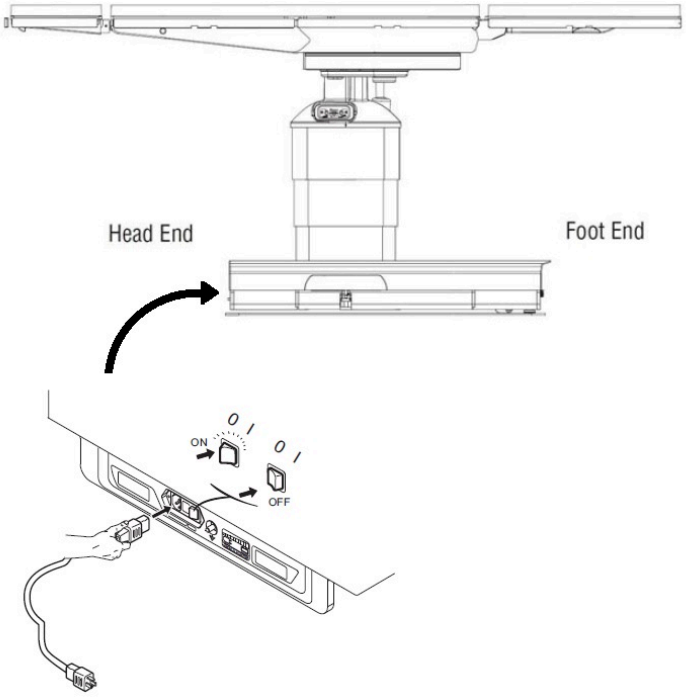

Figure 4-3. Connecting Table to Facility Power (Typical)
2. **Plug power cord into appropriate socket on table base (see *Figure 4-3*).**